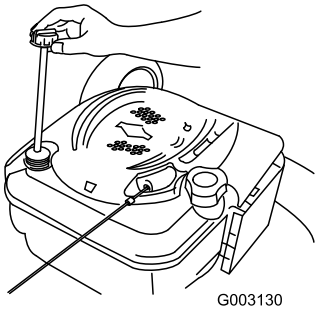

Figure 41
2. Remove the dipstick (Figure 41).